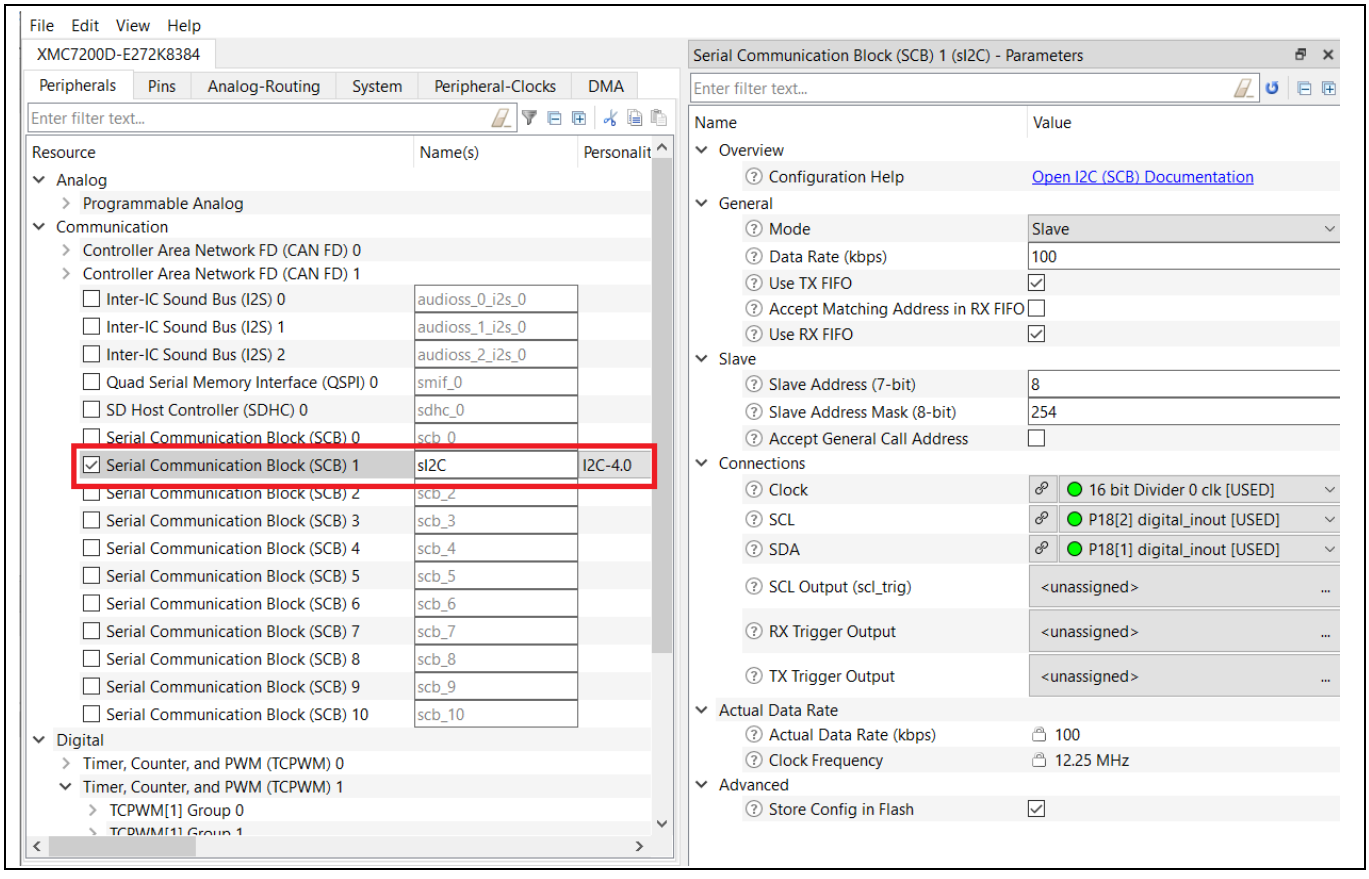

**Figure 28 SCB configuration in ModusToolbox™**
2. Configure SCB mode and channel, data rate and ports in the **Peripherals** tab of the Device Configurator as shown in Figure 28.